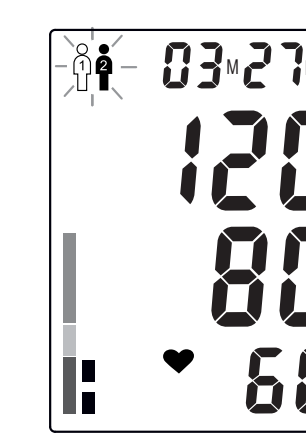
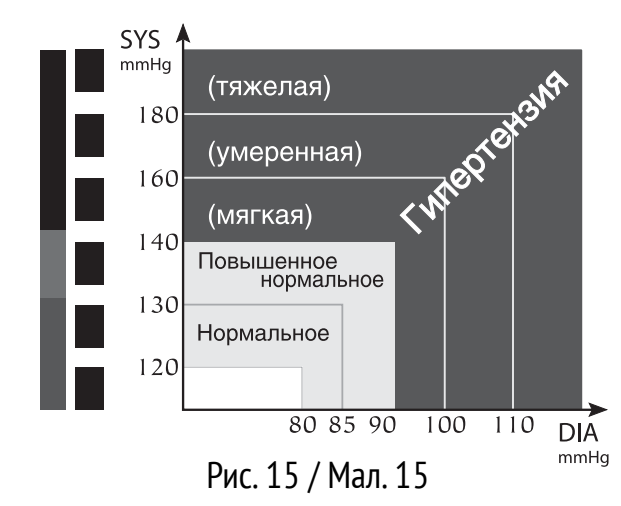

Рис. 14 / Мал. 14
Рис. 15 / Мал. 15
5. В конце измерения прозвучит звуковой сигнал, после чего прибор выпустит весь воздух из манжеты, на дисплее отобразится результат измерения (рис. 14). Мигающий значок «①②» напоминает, что для сохранения результатов нужно выбрать память 1 или 2, нажав M1 или M2 соответственно. Сохранить результат можно до начала следующего измерения или до выключения прибора. Мигающий значок "♥", появившийся на дисплее, сообщает о нерегулярном ритме пульса. Появление индикатора аритмии может быть так же вызвано движением тела во время измерения. При периодическом появлении "♥" обратитесь к вашему лечащему врачу. Кроме числовой величины давления результат также отображается на шкале ВОЗ (рис. 15).